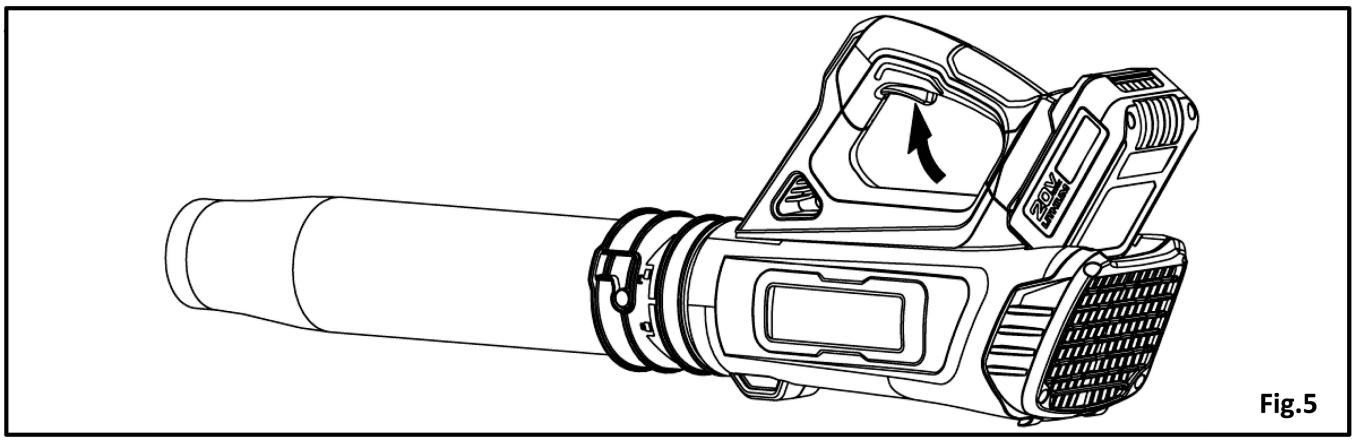

**Fig.5**
**Switching the Blower On/Off** (See Fig.5)